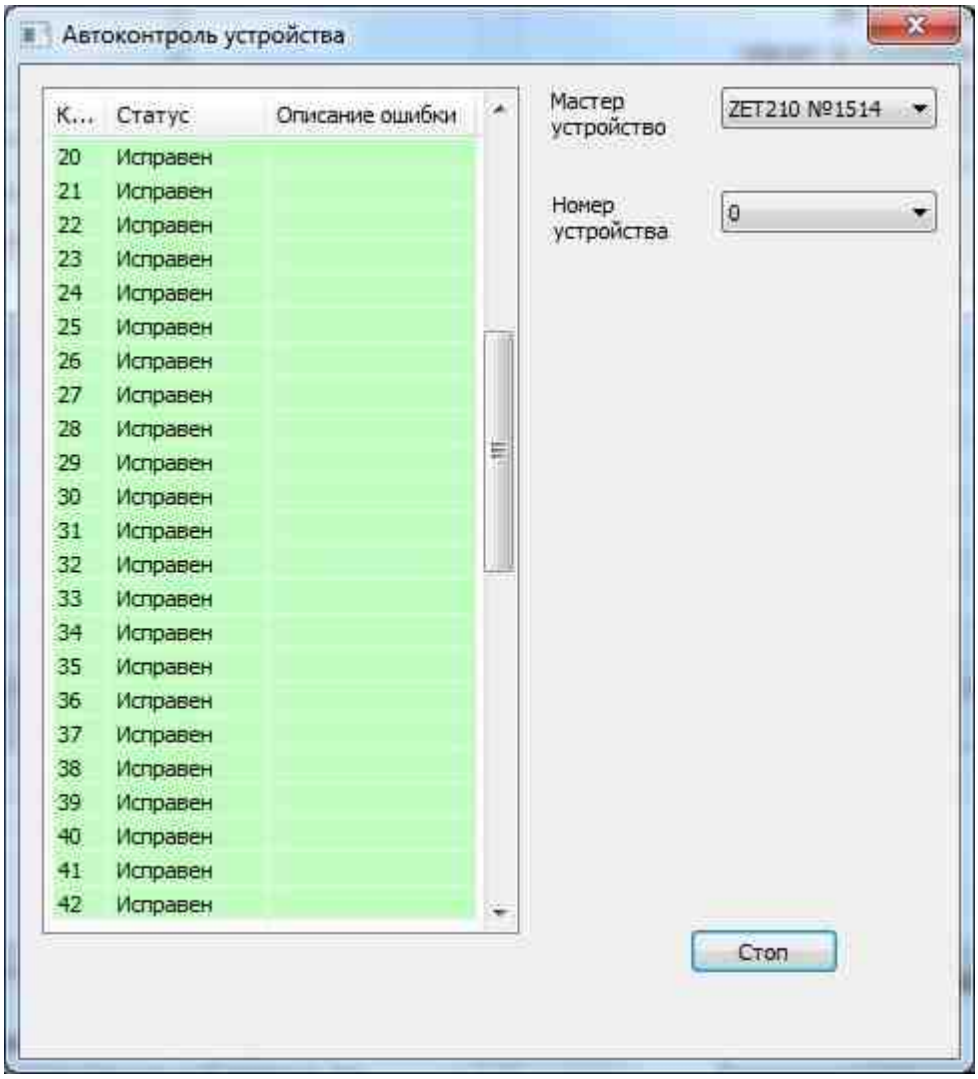

Рис. 3.22
- Для запуска самодиагностики необходимо нажать кнопку старт и дождаться окончания. При исправном устройстве все строки таблицы в левой части окна «Автоконтроль устройства» будут подсвечены зеленым цветом (*Рис. 3.22*)